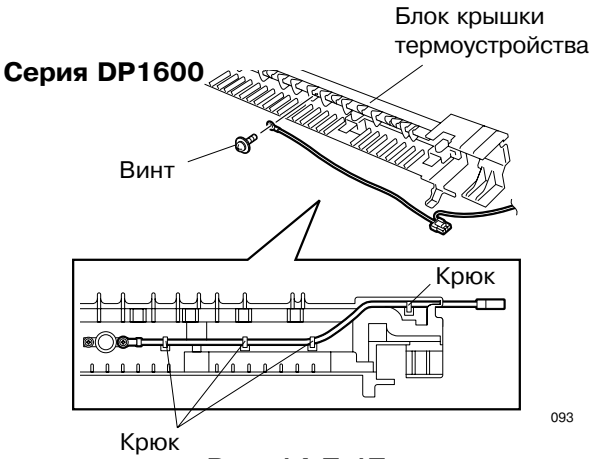

Рис. 14-7-17
9. Снимите лампу термоустройства. (См.Рис. 14-7-17, 14-7-19 и 14-7-20)